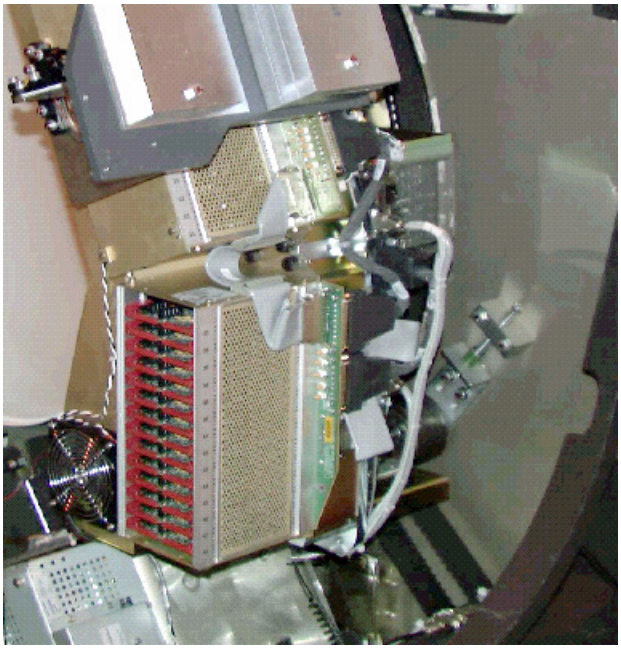

Figure 7-47 Proper Positioning of DAS Chassis for Cleaning
5.) Rotate and lock the gantry so that the **DAS** Chassis that you are working with is vertical, so that run off from the Spray cleaner does not get into the elastomer housings. See Figure 7-47.